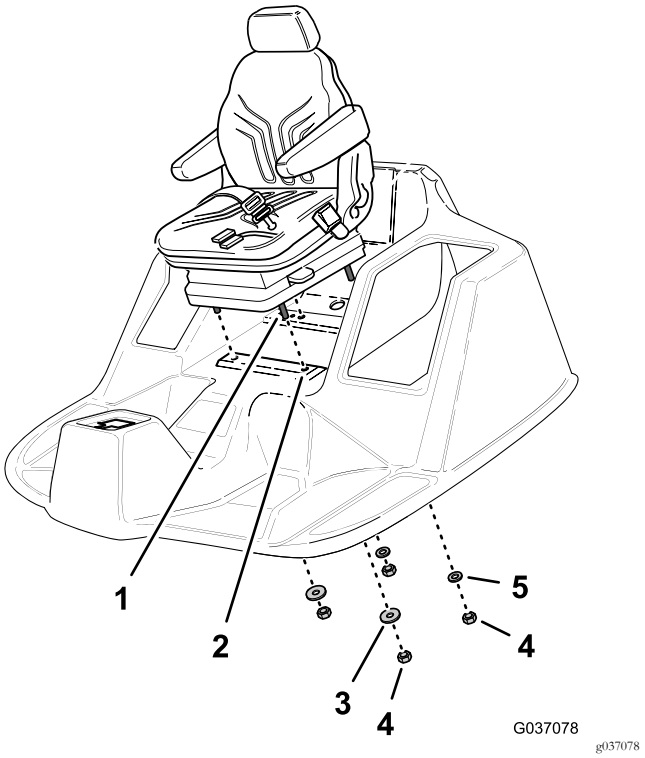

Figur 15
3. Juster de fire maskinskruer (8 x 40 mm) på det nye sæde med hullerne på førerplatformen (Figur 15).
5. Monter to låsemøtrikker (8 mm) og to spændeskiver (5/16 x 1 tomme) på de to forreste maskinskruer med håndkraft (Figur 15).
6. Monter to låsemøtrikker (8 mm) og to spændeskiver (8 x 17 mm) på de to bageste maskinskruer med håndkraft (Figur 15).
6. Monter to låsemøtrikker (8 mm) og to spændeskiver (8 x 17 mm) på de to andre maskinskruer med håndkraft (Figur 15).